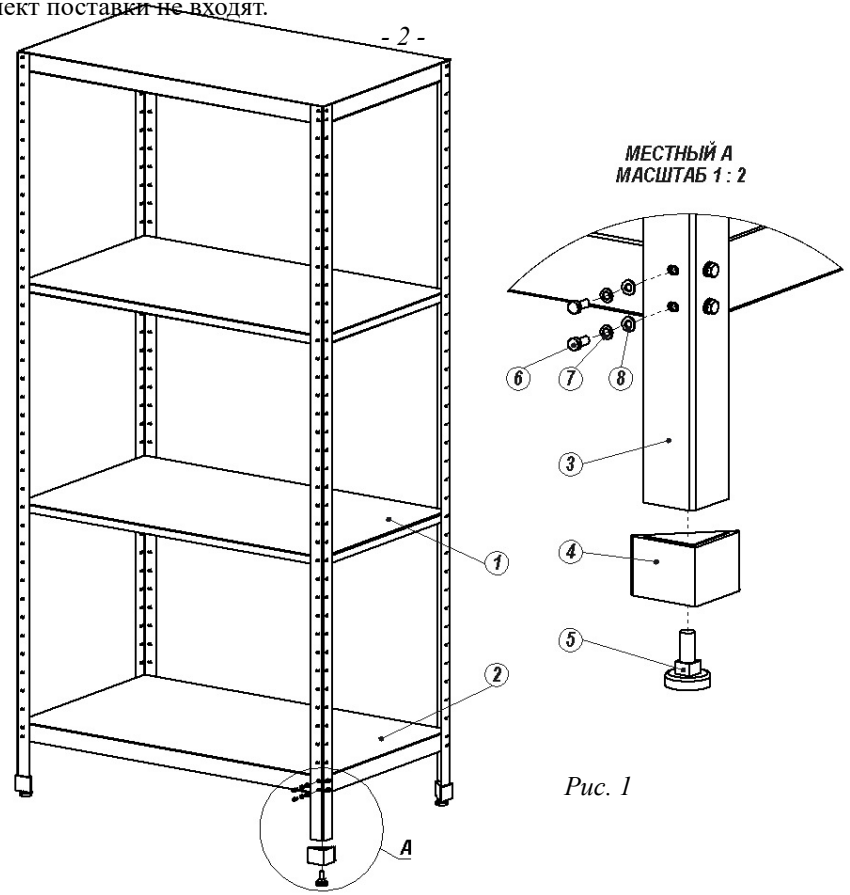

Рис. 1
Стеллаж предназначен для использования на предприятиях общественного питания. Служит для хранения пищевых продуктов и кухонных принадлежностей. Стеллаж поставляется в разобранном виде, внешний вид показан на **Рис.1**
1. Опору(4) вставить в стойки (3), вкрутить ножки (5), см. рис.1.
2. Болтами (6) через гровер (7) и шайбу(8) прикрутить основания стеллажа (2) к стойкам (3). Болты до упора не затягивать.
3. Установить полки (1) на желаемой высоте, закрепить их в соответствии с п. 2